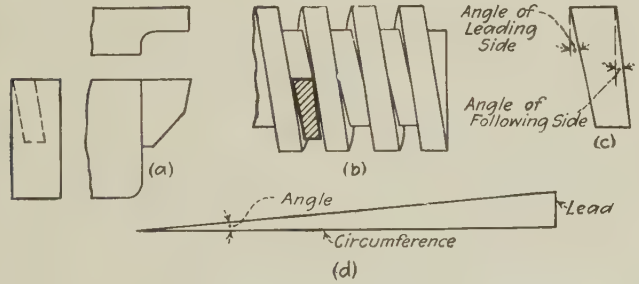

Fig. 192.—The square-thread tool.
219. The Square-thread Tool.—Although the square-thread tool (*a*, Fig. 192) looks something like a short cutting-off tool it differs in one very important respect: the blade is not square with the bottom as in a cutting-off tool but is canted to conform to the "slant"[1] of the thread. This is illustrated in *b*,
Fig. 192. Before attempting to make a tool for cutting a square thread one should know how to determine the correct amount of slant of the tool for the given thread.
In addition to the slant which the tool blade must have it must be made thinner toward the bottom, otherwise it could not enter the thread at all, let alone have clearance, because a piece with parallel sides cannot fit in a curved slot, and the groove of a square thread is a curved slot. The slant of the leading side of the tool therefore must be greater than the slant of the following side of the tool. But notice that both slant in the same general direction (*c*, Fig. 192).
The amount of the slant of either side for any thread may be represented by a right triangle (*d*, Fig. 192). One of the right-angle sides equals the *lead* of the thread and the other the *circumference*, (1) of the minor diameter of the thread for the leading side, and (2) of the major diameter of the thread
for the following side. The number of degrees of slant is measured between the hypotenuse and the side representing the circumference (*d*, Fig. 192). (The triangle may be drawn to larger scale if desired.)
Clearance.—Theoretically a cutting-off tool need have no side clearance but for practical purposes it must be given clearance, say 1 deg. on each side, or it will rub. In the same way a square-thread tool must have clearance; *in addition to its theoretical shape* it must be made still thinner at the bottom, say about 1 deg. on each side (see *b*, Fig. 192). Suppose the
In any right-angle triangle, for example *d*, Fig. 192, the *side opposite* divided by *side adjacent* equals the *tangent of the angle.* Therefore dividing the lead (side opposite) by the circumference (side adjacent) will give the tangent of the angle to be found. In the example given (page 256), find the slant angle of the following side. Lead is 0.250, circumference of major diameter is 3.92 in. Then $0.250 \div 3\ 92 = 0.0637$. Looking in the table below, the nearest number to 0.0637 is 0.0641 which is the tangent of the angle 3 deg. 40 min., the same angle as was found by drawing the figure and measuring with a protractor. (For square threads the angle within a third of a degree is near enough; the table shows every 10 minutes or one-sixth degree.)